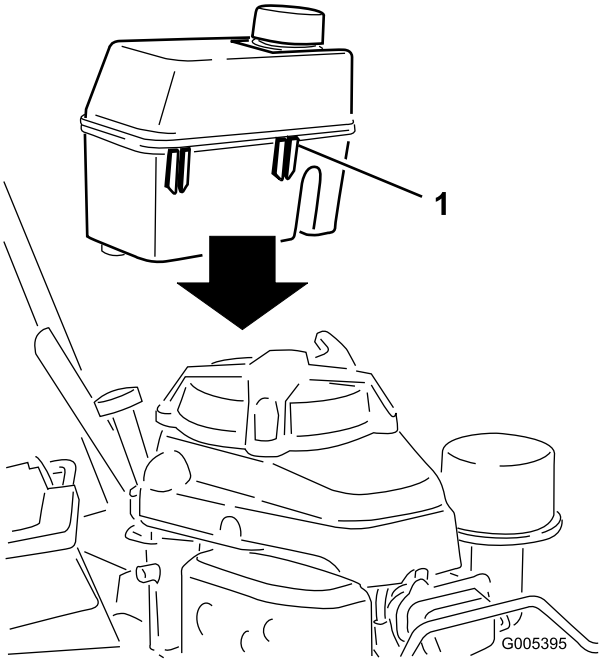

Figuur 6
3. Schuif de kunststofklemmen op de voorzijde van de brandstoftank op de bevestiging voor de brandstoftank (Figuur 6).